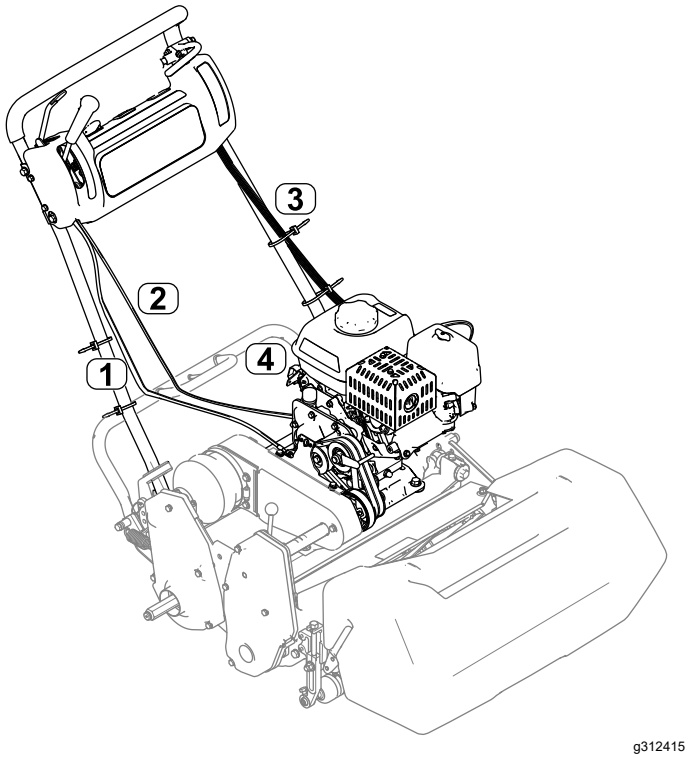

Figur 8
7. Monter gaskablet på maskinen. Se maskinens *servicevejledning* (Figur 8).
Bemærk: lagttag gaskabelføringen som vist i Figur 8. Før kablet til motorens venstre side og mellem luftfilterdækslet og brændstoftanken.
11. Kobl ledningsnettet til sikkerhedsmodulet, og før ledningsnettet op langs venstre side af håndtaget (Figur 8).